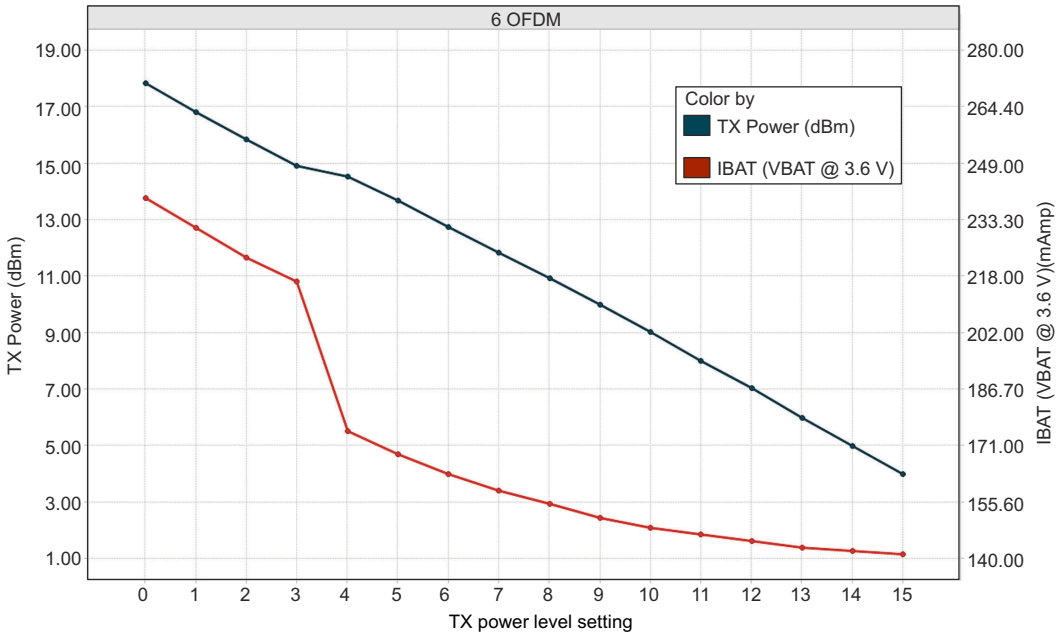
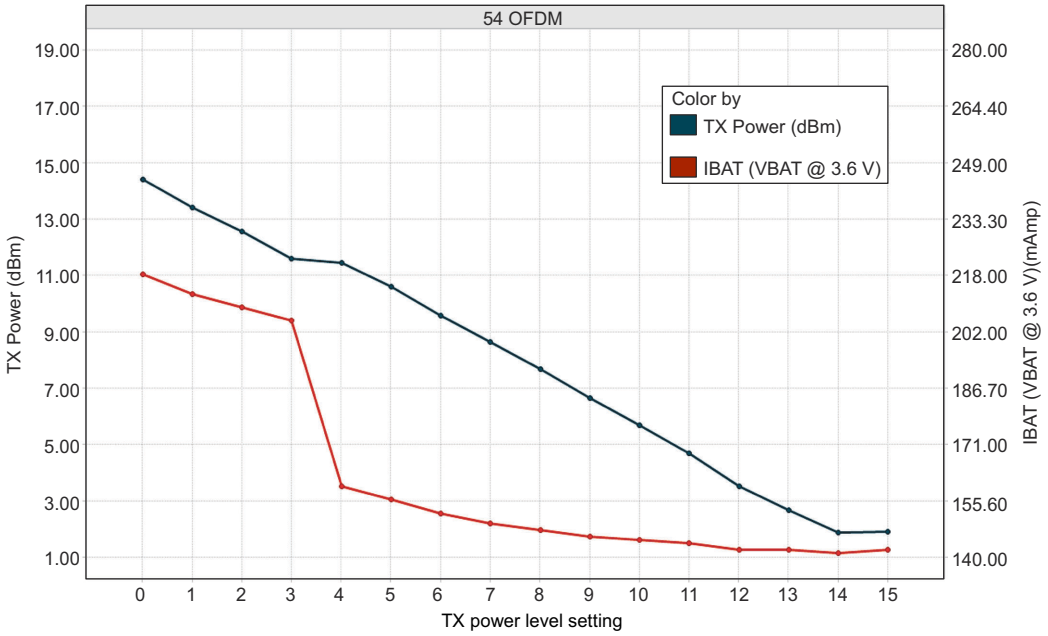

Figure 8-2. TX Power and IBAT vs TX Power Level Settings (6 OFDM)
Figure 8-3. TX Power and IBAT vs TX Power Level Settings (54 OFDM)
(1) TX power level = 0 implies maximum power (see Figure 8-1, Figure 8-2, and Figure 8-3). TX power level = 4 implies output power backed off approximately 4 dB.
(2) DTIM = 1
(3) The complete calibration can take up to 17 mJ of energy from the battery over a time of 24 ms. In default mode, calibration is performed sparingly, and typically occurs when re-enabling the NWP and when the temperature has changed by more than 20°C. There are two additional calibration modes that may be used to reduced or completely eliminate the calibration event. For further details, see *CC3120, CC3220 SimpleLink™ Wi-Fi® and IoT Network Processor Programmer's Guide*.
(4) The CC3120R system is a constant power-source system. The active current numbers scale based on the V_{BAT} voltage supplied.
(5) For the 1.85-V mode, the hibernate current is higher by 50 µA across all operating modes because of leakage into the PA and analog power inputs.
(6) The RX current is measured with a 1-Mbps throughput rate.